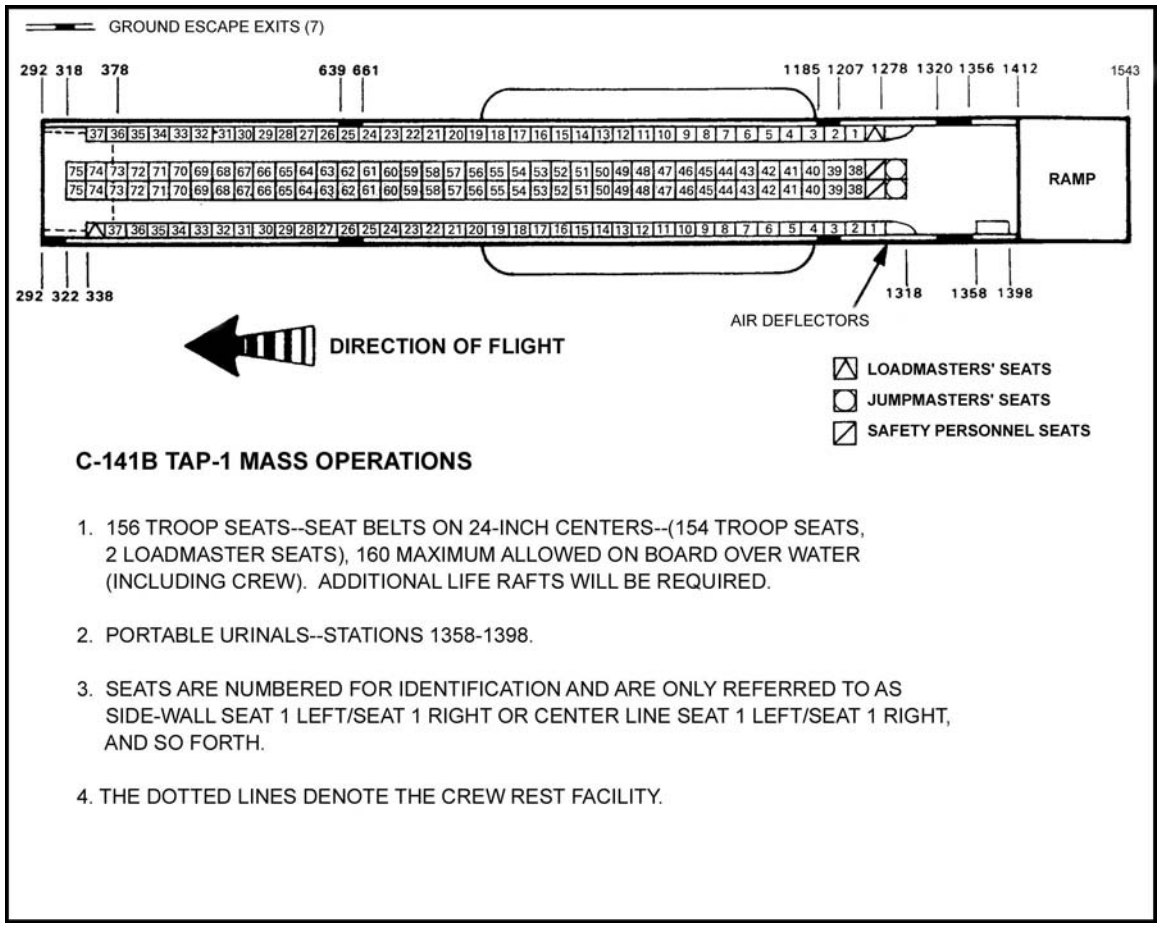

Figure 16-9. C-141B seating configuration without comfort pallet.
a. **Peacetime Training (TAP 1)**. In this configuration, the C-141B seats 156 personnel: 152 parachutists, 2 static safety personnel, and 2 airdrop qualified loadmasters (Figure 16-9). The maximum number of personnel for each anchor cable is 45.